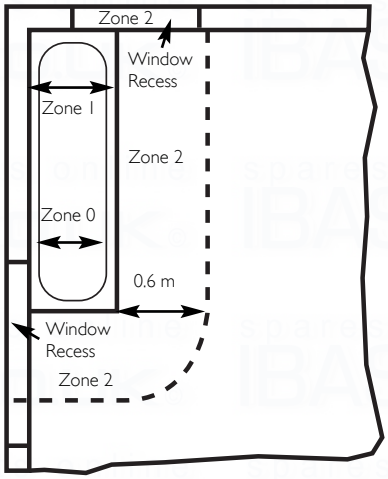

Fig. 11 In GB Only
1. If the boiler is fitted in a room containing a bath or shower and **NOT FITTED** with any optional integral timer or thermostat, it can be fitted in zone 2, (Figs. 11 & 12 shows zone dimensions for a bathtub. For other examples refer to the Current I.E.E. Wiring Regulations) reference must be made to the relevant requirements.